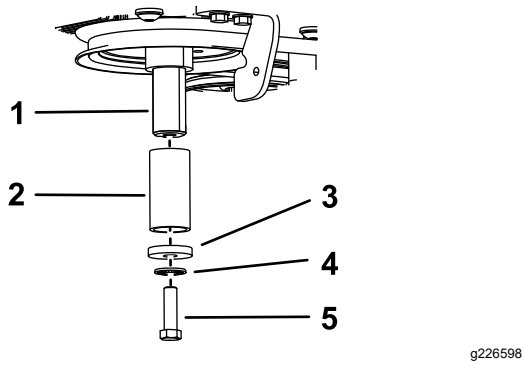

Figura 90
C. Aplique compuesto antigripante al cigüeñal, y luego instale el perno, la arandela, la arandela de muelle y un espaciador (Pieza Toro Nº 136-5411) en el eje (Figura 90).